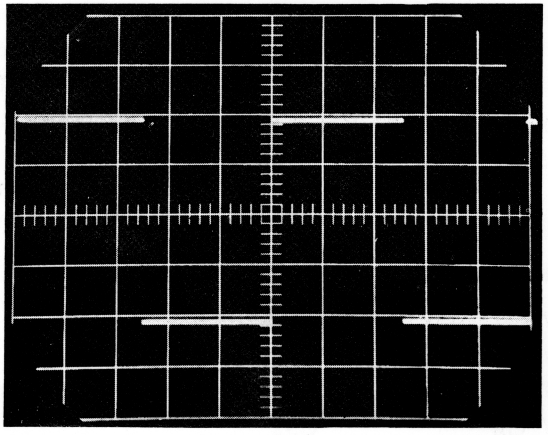

Fig. 10. Square-wave reproduction
- Adjust to optimum square-wave response (fig. 10) by means of the trimmer in the auxiliary attenuator.